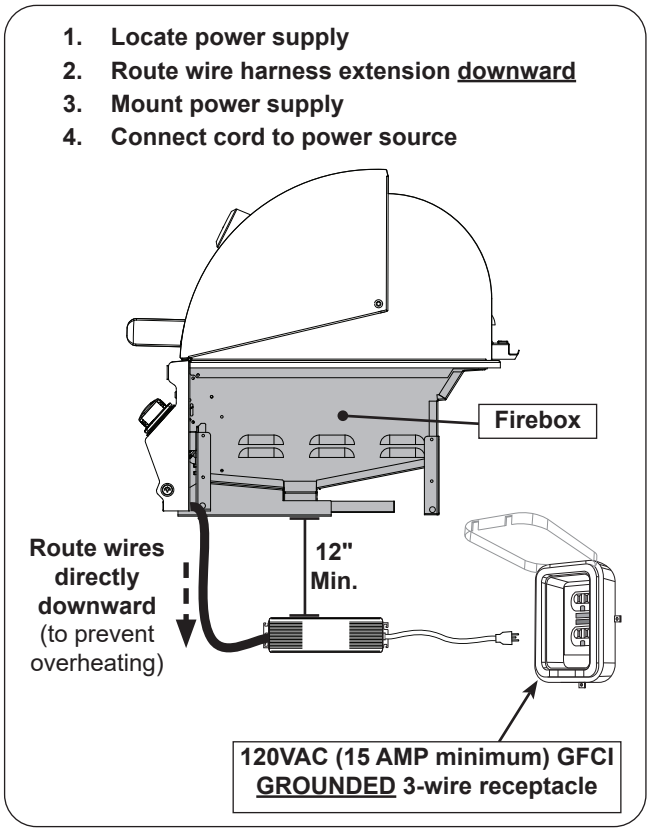

Fig. 28-1 Electrical installation
1. Route the power supply below the control panel and directly downward. This will prevent overheating. **DO NOT** route the harness below the unit firebox.See Fig. 28-1.
- located at least **12"** below the bottom of the unit (see Fig. 28-1)